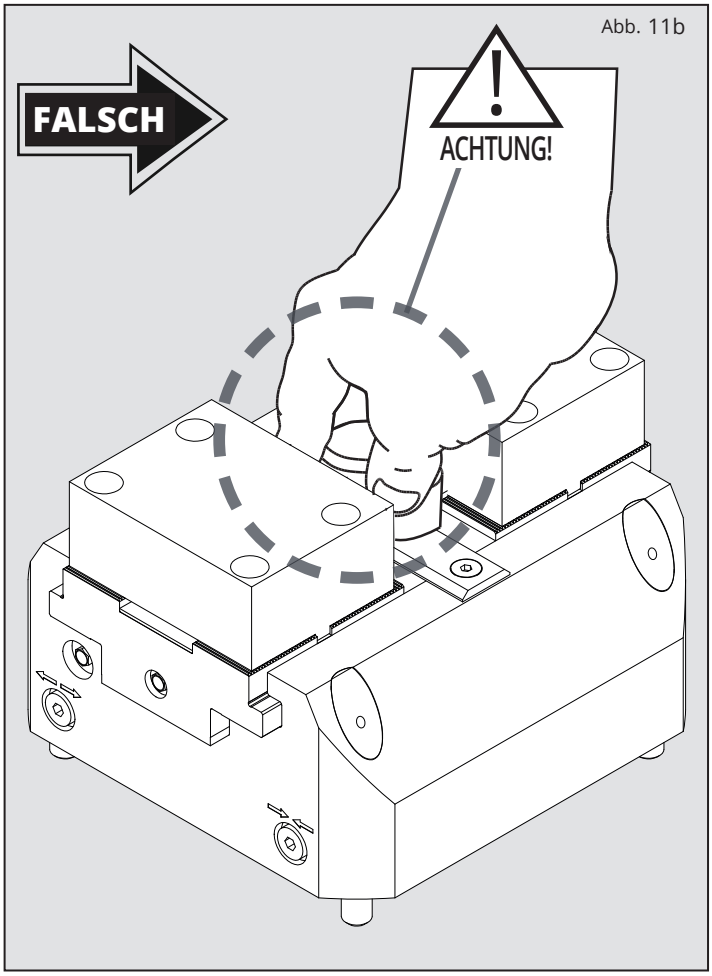

Abb. 11b
b) Stellen sie sicher dass sich die Hand nicht im Bereich der Spannstelle befindet (Abb. 11b). Verwenden sie ggf. eine Beladehilfe;